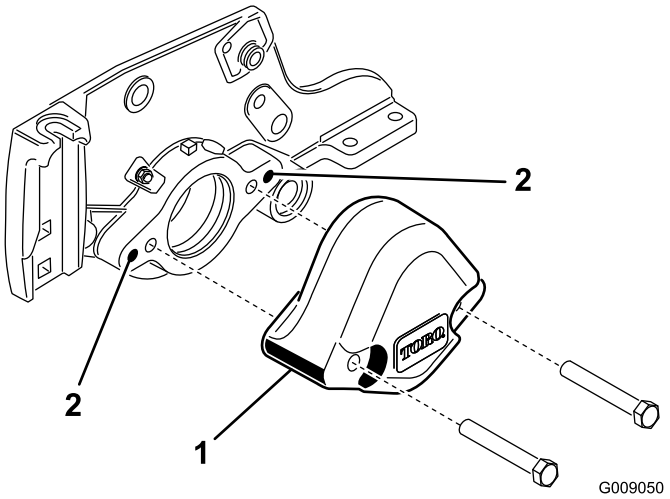

Figura 5
3. Retire los 2 pernos que fijan el contrapeso al extremo izquierdo de la unidad de corte. Retire el contrapeso (Figura 5).
4. Usando una terraja de 3/8-16, retire la pintura de los taladros de montaje exteriores de la chapa lateral (Figura 5).